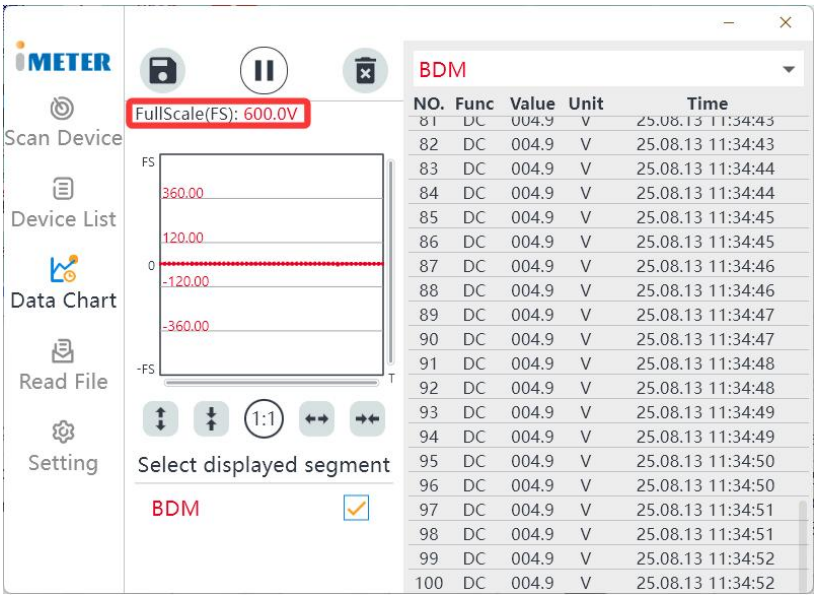

Figure 3
- Figure 3：The reading is 004.9V. Adding a decimal to the four digit of 6000 gives a full scale of 600.0V.